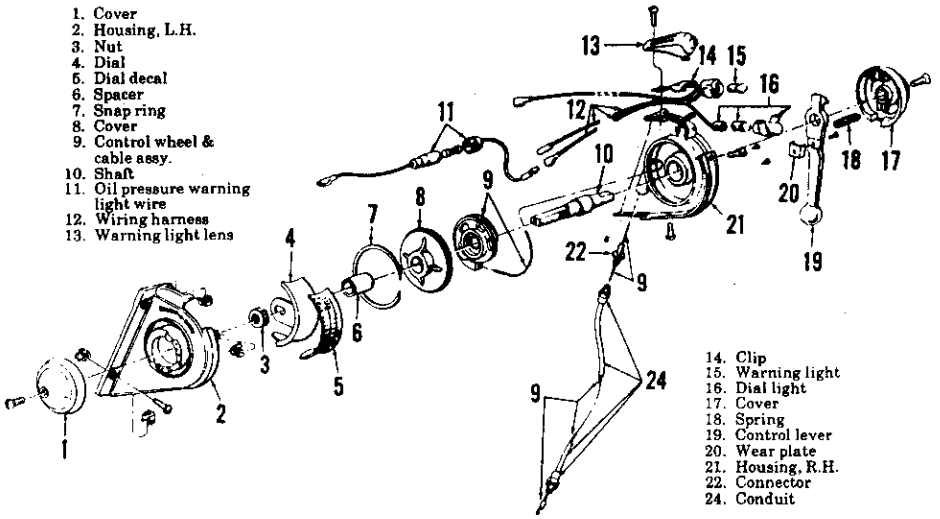

Fig. 312–Exploded view of transmission speed (gear ratio) selector assembly.
283. SPEED SELECTOR ASSEMBLY. To remove the speed selector assembly, refer to paragraph 245. To disassemble, refer to exploded view in Fig. 312 and proceed as follows:
First, remove the two side covers (1 and 17) and the three Phillips head screws securing the left hand selector housing (2). Remove the hex nut (3) from the shaft (10) and remove the snap ring (7) and retainer plate (8) to expose the wheel and cable assembly. Note: Impact torque is usually required to loosen nut (3) without twisting the shaft (10). Further disassembly procedure is obvious from inspection of unit and reference to exploded view in Fig. 312. To reassemble, reverse disassembly procedure. Adjust the speed selector assembly as outlined in paragraph 237 after reinstalling assembly as in paragraph 245.